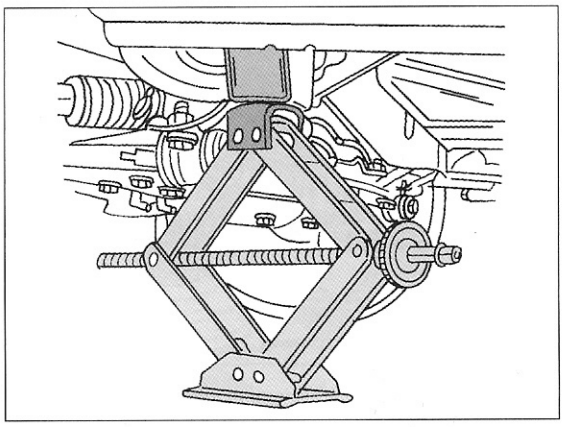

Bild 13
- Um ein Vorderrad mit einem Scherenwagenheber anzuheben, setzt man diesen an der in Bild 13 gezeigten Stelle unter das Fahrzeug.